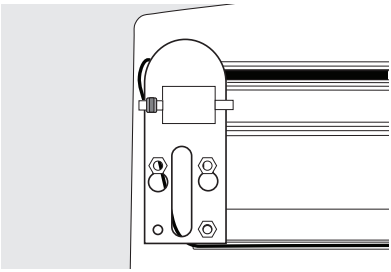

Figura 7
Con la ayuda de otro persona, incline el aparato hacia atrás para tener acceso a la bisagra inferior. Afloje ligeramente los tornillos de las bisagras. Gire el tope de la puerta y colóquelo encima de la bisagra inferior, haciendo ajustes hasta que el tope quede al ras de la unidad. Apriete todos los tornillos. (Vea Figura 7.)
17. Retire la bisagra inferior izquierda usando una llave de 5/16" (8 mm) e instálela del lado derecho. Figura 7.